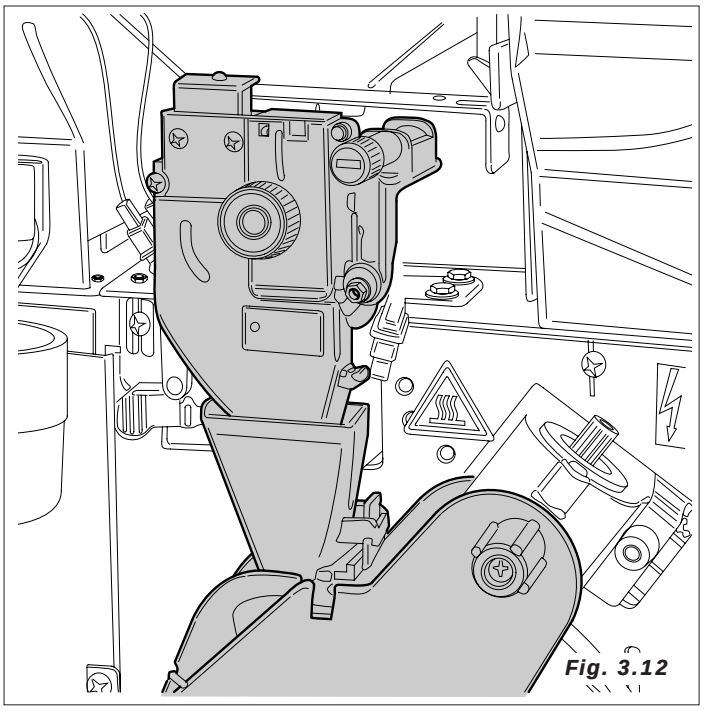

Fig. 3.12
– Se activa el molinillo hasta moler la dosis de café ajustada en el dosificador *(Fig.3.12)*.